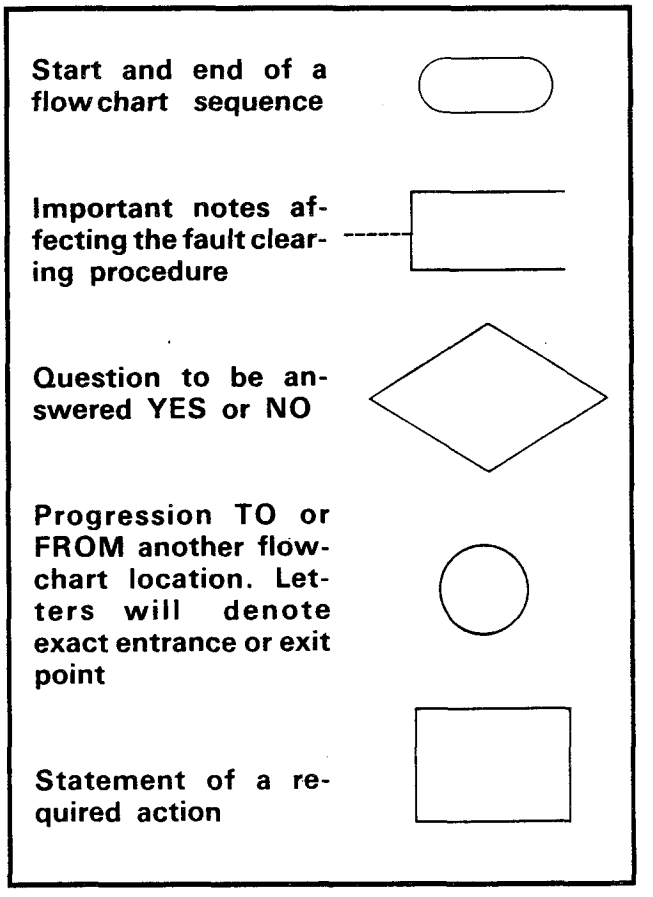

FIGURE 1—FLOWCHART SYMBOLS
03.04 Five symbols are used in the flowcharts, which are identified in Figure 1.